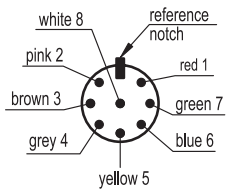
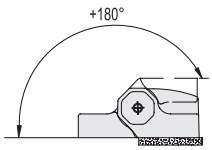
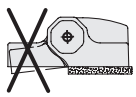

Fig.1
Fig.2
Fig.3 Fig.4 Fig.5
Each KIT includes 4 closing caps (fig.1) and 4 bushings (fig.2 and fig.3) in technopolymer and 4 safety caps in thermoplastic elastomer (fig.7) to guarantee the IP67 protection rating.
- With M6 UNI 5933 ISO 10642 countersunk-head screw (not supplied) and screw cover supplied in the kit (fig. 3) to avoid free access to screws.
- The hinge must not be used as a mechanical end-stroke either for door maximum opening or for closed door. For this purpose we recommend using external mechanical stops to prevent the door from opening completely against the hinge body assembled on the frame (fig.1) or exceeding the angle where the two interconnected surfaces are on the same plane (fig.2).
Max 180° (0° and +180° being 0° the condition where the two interconnected surfaces are on the same plane fig.1). The switching angle (see Built-in safety multiple switch functioning and maintenance) is guaranteed from this position. The condition where the two interconnected surfaces are on the same plane is to be strictly verified because the hinge must not be stressed by any negative angle (fig. 2).